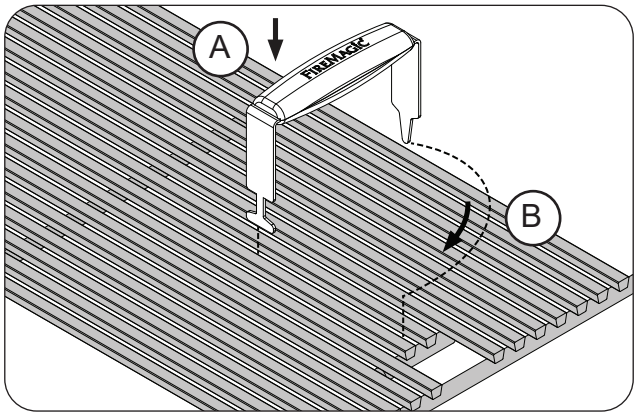
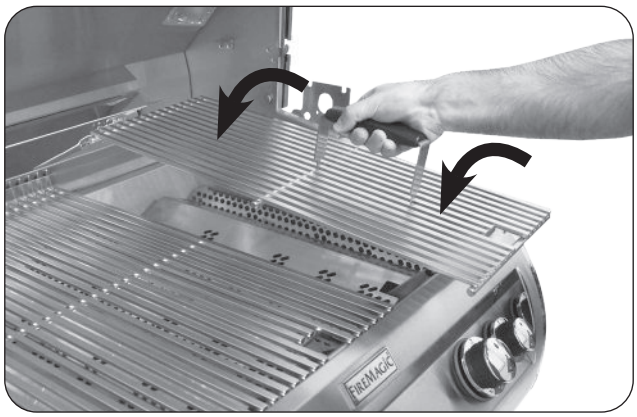

Fig. 32-1 Install cooking grids
Fig. 32-2 Install cooking grids
1. With the prongs facing downward, insert the notched-end of the lifter between two grid rods, then rotate, as shown in Fig. 32-1, A & B.
2. Insert the rear pointed-end of the lifter between the same two rods (Fig. 32-1, B) and carefully lift the cooking grid and place onto the front and rear grid rests of the grill (see Fig. 32-2). Repeat for all other cooking grids.INSTALL THE DRIP TRAY